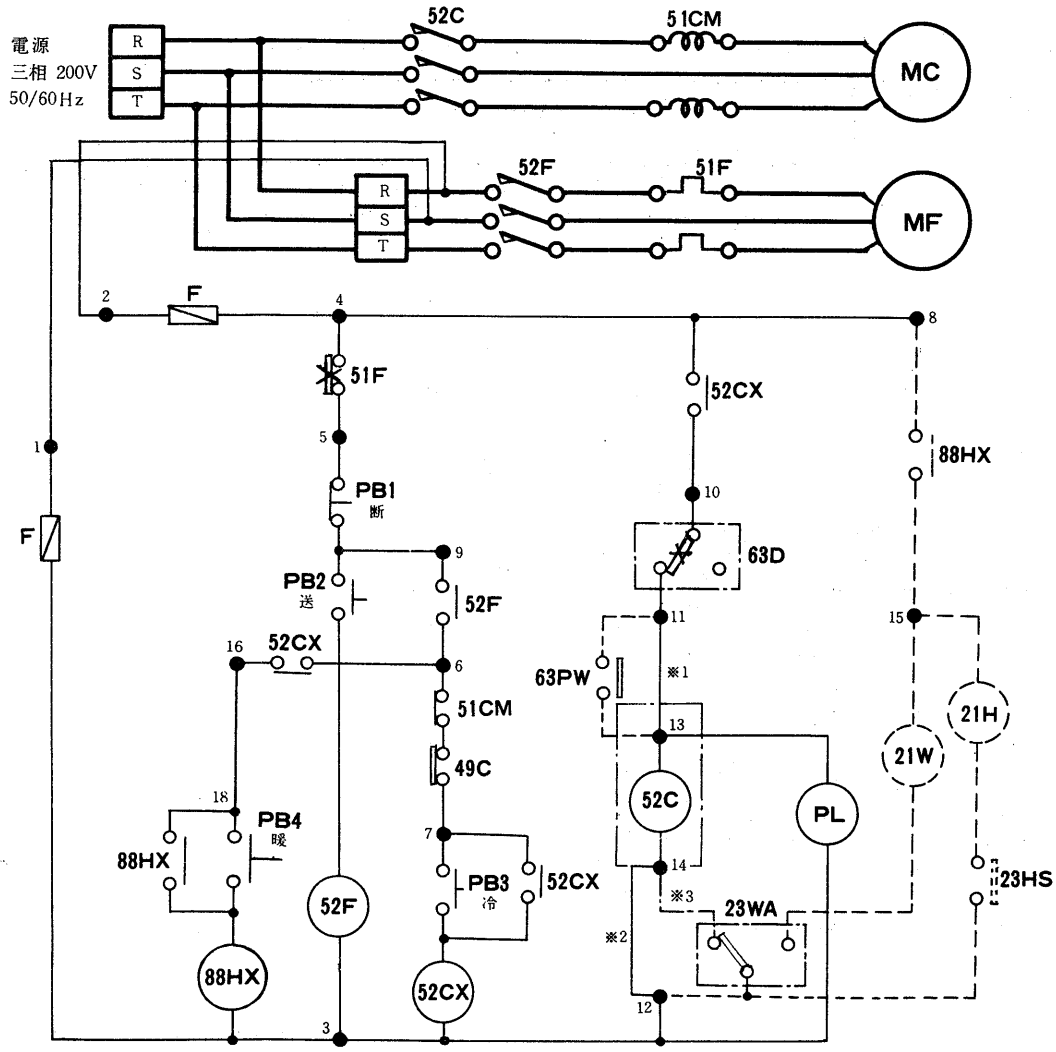

図1〈※3〉
2. ※3--- は霜取温調を取付けるとき図1のようになります。